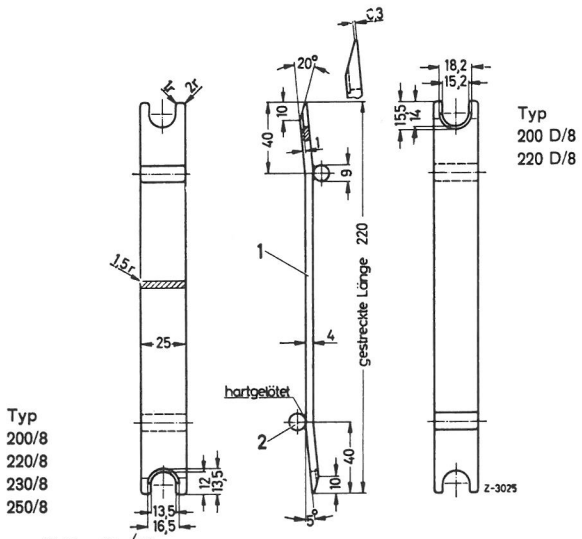

Fig. 05-3/5
c)Til påsætning af ventilpakning på ventilstyr anvendes selvlavede monteringsdorne(fig. 05-3/6).
Til aftagning og indsætning af ventilpakninger anvendes de i fig. 05-3/5 og 6 viste, selvfremstillede værktøjer.